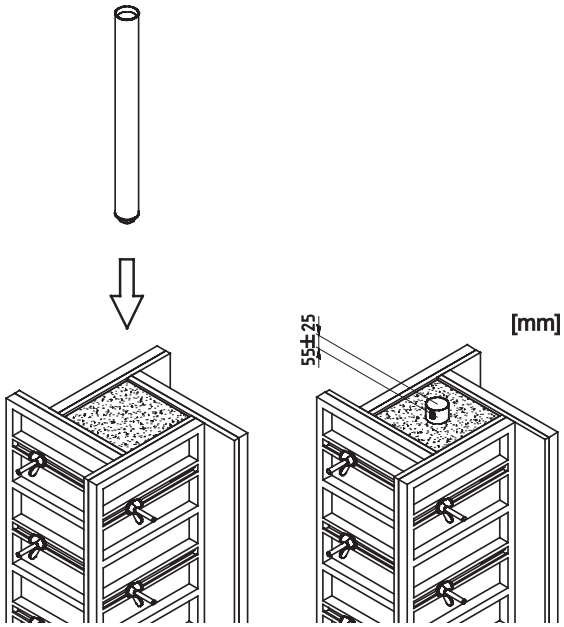

Figur 16. *Placering av Ingjutningshylsan i betongpelaren*
1. Häll betong i pelarformen och för ner ingjutningshylsan i pelarens övre yta innan betongen har torkat. Hylsan ska sticka upp 30–80 mm ovanför betongens övre yta. Se figur 16. Hylsan fungerar som hållare för SkyReach Förankringsenhet.